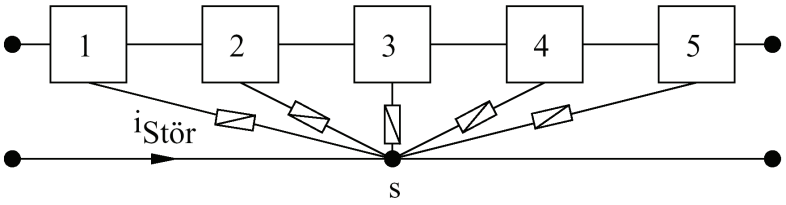

Bild 40: Schaltung mehrerer Stufen in Sternstruktur
- Ein entscheidender Vorteil der Sternstruktur ist ihre Unempfindlichkeit gegenüber Störströmen, die von aussen her auf die Masse eingeprägt werden. Sie verursachen, wie in Bild 40 gezeigt wurde, keinen Spannungsabfall im gemeinsamen Sternpunkt.